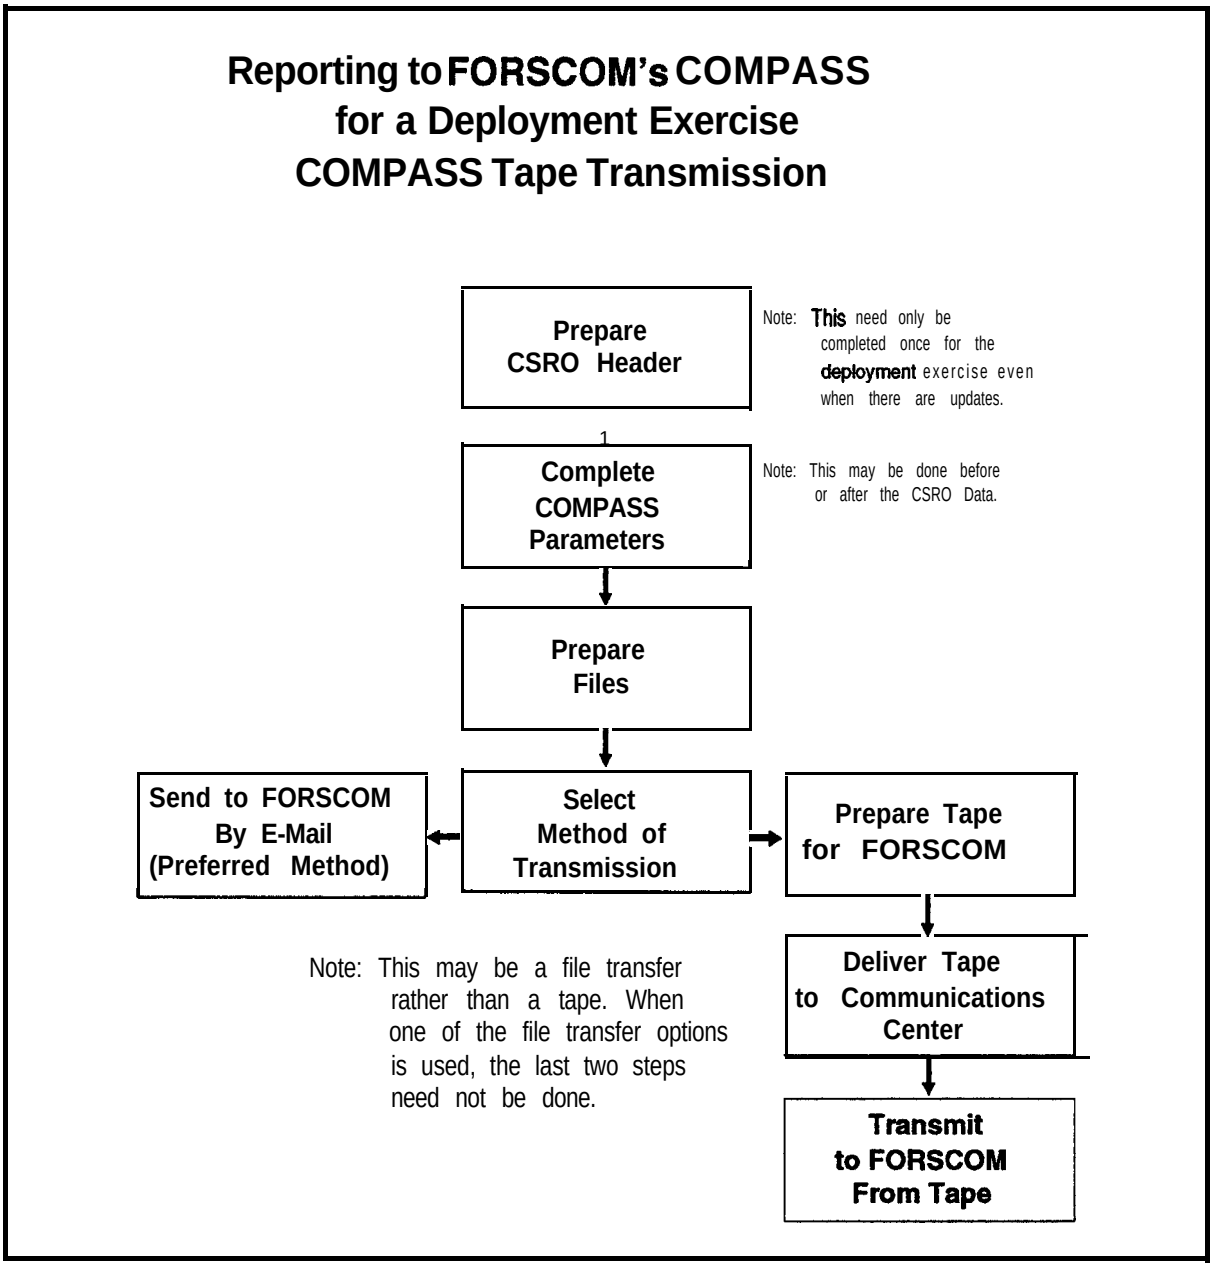

Figure 6-29. Reporting COMPASS Data to FORSCOM
- A Report Sent by E-Mail or An AUTODIN tape must be created and this tape must be transported to the installation Communications Center to be read and transmitted to FORSCOM's COMPASS system. A flowchart illustrating the procedures and the order in which they must be completed before reporting the FORSCOM is shown in Figure 6-29. You may begin these procedures if the commercial requirements have been completed.